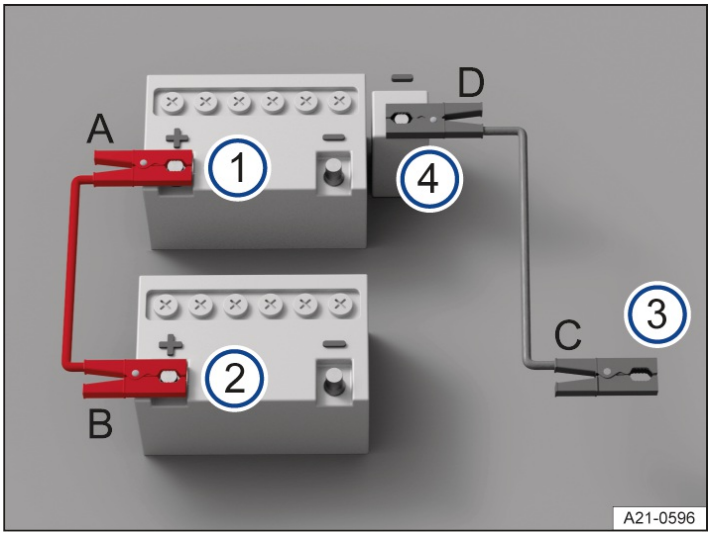

Fig. 1 Diagram for connecting the jumper cables.
Only connect the jumper cables in the sequence A – B – C – D → *fig. 1*.
3. Connect one end of the red jumper cable to the positive battery terminal (+) of the 12 V vehicle battery with the discharged 12 V vehicle battery → *fig. 1* (1) → ⚠.
4. Connect the other end of the red jumper cable to the positive battery terminal (+) on the vehicle providing current → *fig. 1* (2).
5. Connect one end of the black jumper cable preferably to the negative terminal (–) jump-start point on the vehicle with the 12 V vehicle battery providing current → *fig. 1* (3).
Or: If there is no negative terminal (–) jump-start point, connect the end of the black jumper cable to a large metal part that is bolted securely to the engine block, or the engine block itself, on the vehicle with the 12 V vehicle battery providing current → *fig. 1* (3).
6. Connect the other end of the black jumper cable to the negative terminal (–) jump-start point on the vehicle with the discharged 12 V vehicle battery → *fig. 1* (4) → ⚠.